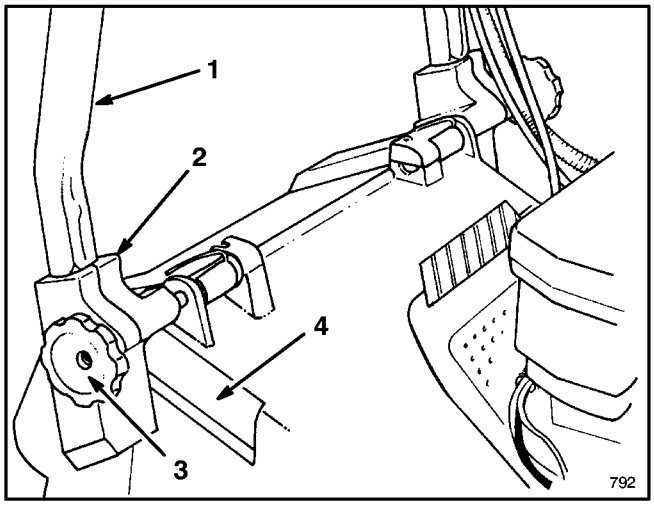
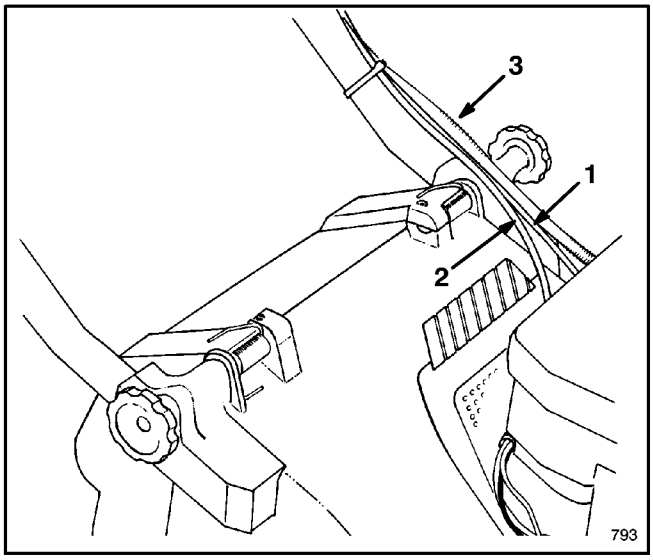

Figure 1
Figure 2
1. INSTALLING HANDLE—Loosen knobs on mounting brackets (Fig. 1).
3. Slide handle ends into holes in mounting brackets until handle ends are completely seated in brackets (Fig. 1). Make sure throttle cable, electric start cable (electric start model) and traction cable rest on top of left mounting bracket (Fig. 2).
4. Rotate handle and brackets rearward until brackets fit securely into housing pockets (Fig. 2).